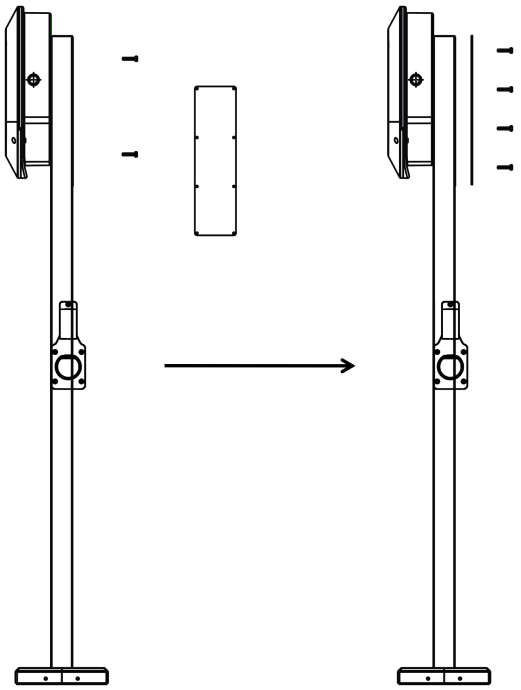

图 8
8、先将充电桩与立柱贴合对准螺丝孔位，再用 4 颗 M4 机制螺丝从立柱后面紧固，最后使用螺丝安装立柱后盖板，如图 8。